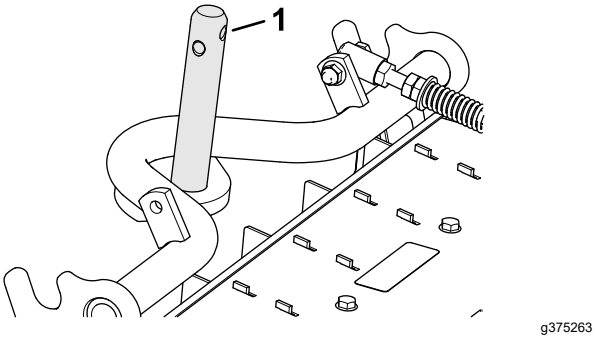

Figur 8
4. Smør bærerammeakslen med smørefedt (Figur 8).